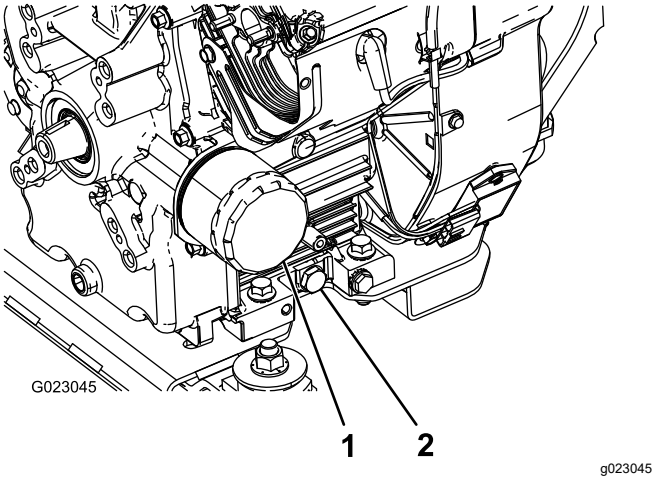

Figuur 44
5. Verwijder de aftapplug (Figuur 44).
2. Verwijder het oliefilter (Figuur 44).
5. Plaats het nieuwe filter op het filtertussenstuk. Draai het oliefilter rechtsom totdat de rubberen pakking contact maakt met het filtertussenstuk. Draai het filter vervolgens nog eens ½ slag (Figuur 44).